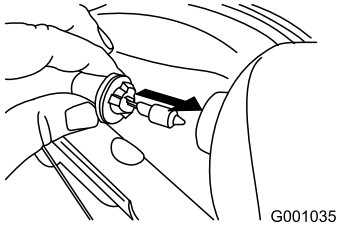

Figur 58
4. Sæt en ny pære ind bag på forlygten (Figur 58).